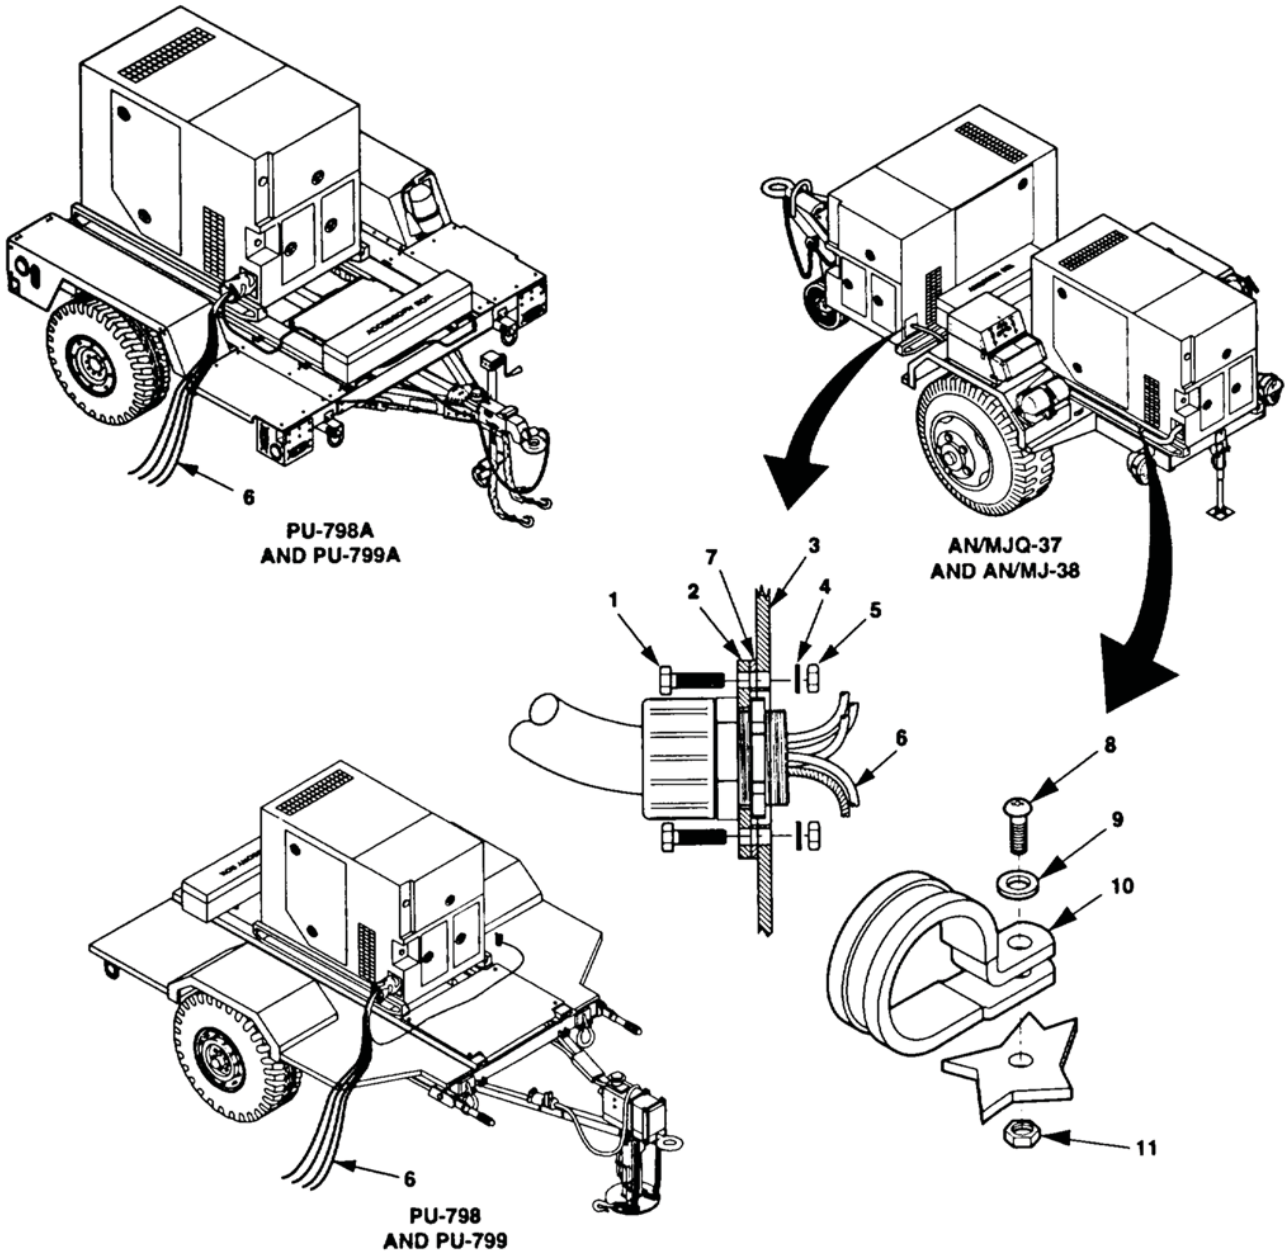

Figure 1. Power/Load Cable Removal.
1. Remove four nuts (Figure 1, Item 5), lockwashers (4) and cap screws (1) from generator output plate (2).
2. For AN/MJQ-37 and AN/MJQ-38, carefully pull generator output plate (2) away from generator set housing (3). For Power Plants and Power Units, pull until power cable leads and ground cable (6) are free of generator set housing (3). Remove and retain gasket (7).